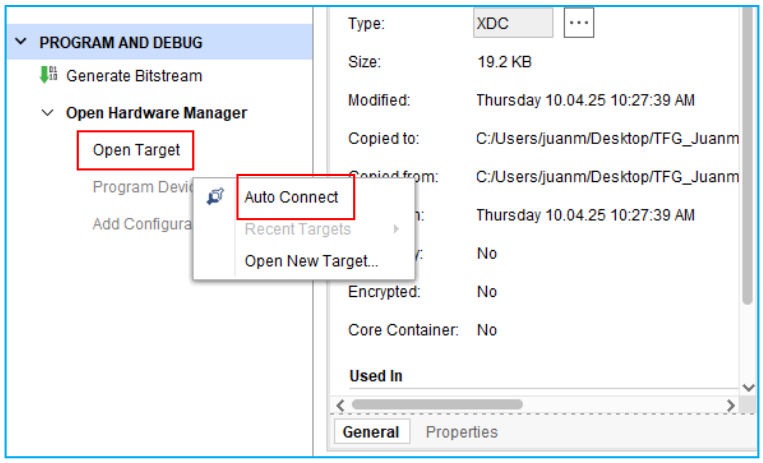

Fig.23. Conexión de la placa Nexys4 DDR a Vivado.
27. Ya en el Hardware Manager, se debe conectar la placa Nexys4 DDR al ordenador. Una vez hecho, seleccionamos la opción `Open Target` y pulsamos en `Autoconnect` (Fig.23).